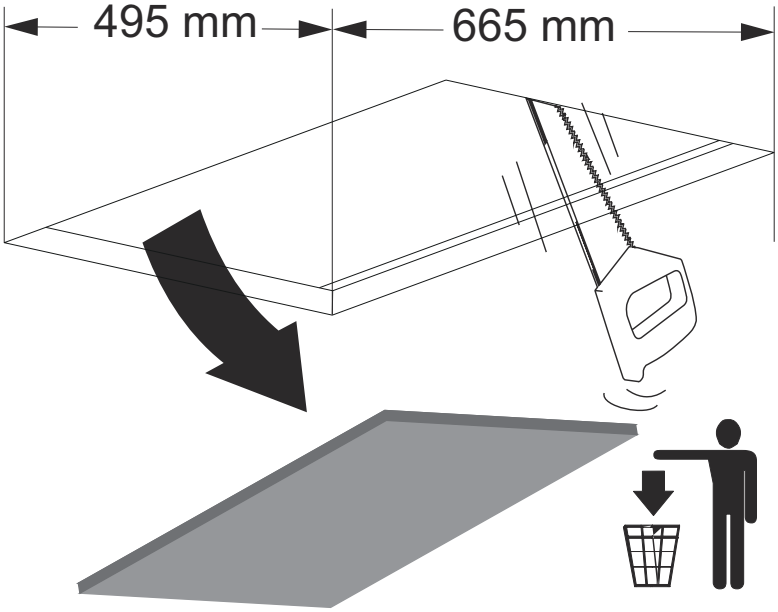

Fig. 17
1. Loftet eller materialet emhætten monteres i skal skæres med oplyste mål (Fig. 17).